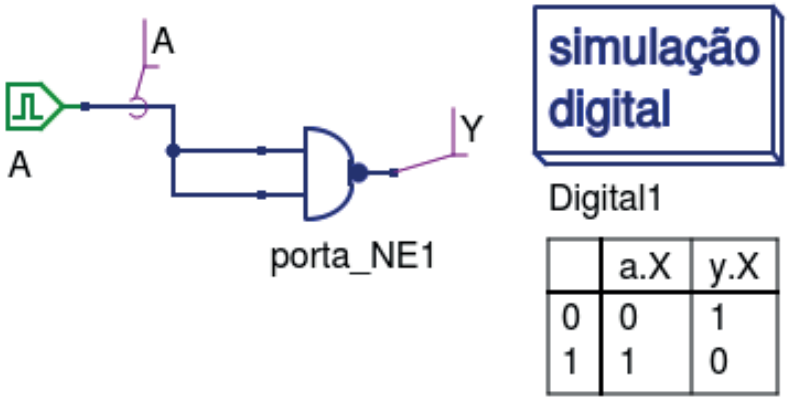

Figura 3.21 – Simulação da porta NE como inversor no Qucs.
13. Utilizando o software de simulação Qucs, simule a porta NE (NAND) conforme a figura 3.21. Compare os dados da tabela do Qucs com a tabela 3.7.